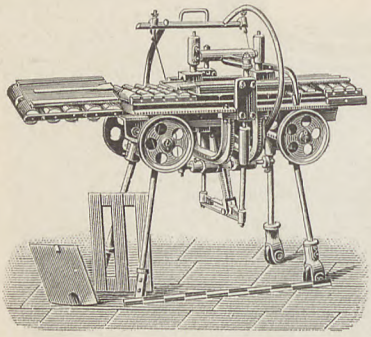

Fig. 149.
c. Maschinen für Strangfalzziegel. Diese Falzziegel wurden zuerst in der Schweiz erzeugt. Der aus der Ziegelpresse ununterbrochen heraustretende glatte, an den Seiten mit Falzen, in der Mitte mit einer halbrund vortretenden Rippe versehene Thonstrang wird mittels eines eigenen Schneidetisches in Stücke von entsprechender Länge geschnitten, Fig. 149, 150. Das vordere Ende wird halbrund, das hintere rechtwinklig abgeschnitten. Zugleich wird aus dem Material der Mittelrippe durch 2 Paar sich gegeneinander bewegende Stempel am vorderen, dann auch am